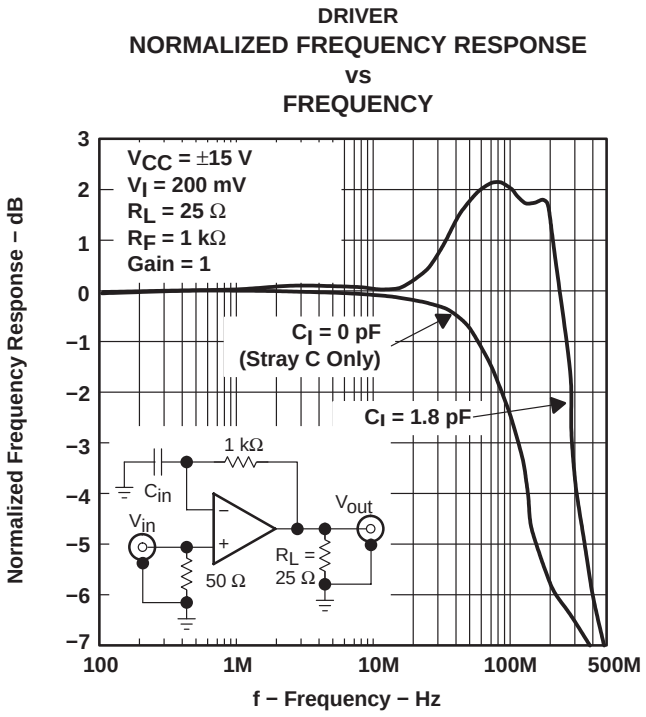

Figure 56. Driver Normalized Frequency Response vs. Frequency
- Input stray capacitance − To minimize potential problems with amplifier oscillation, the capacitance at the inverting input of the amplifiers must be kept to a minimum. To do this, PCB trace runs to the inverting input must be as short as possible, the ground plane must be removed under any etch runs connected to the inverting input, and external components should be placed as close as possible to the inverting input. This is especially true in the noninverting configuration. An example of this can be seen in Figure 56, which shows what happens when 1.8 pF is added to the inverting input terminal in the noninverting configuration. The bandwidth increases dramatically at the expense of peaking. This is because some of the error current is flowing through the stray capacitor instead of the inverting node of the amplifier. Although, in the inverting mode, stray capacitance at the inverting input has little effect. This is because the inverting node is at a *virtual ground* and the voltage does not fluctuate nearly as much as in the noninverting configuration.